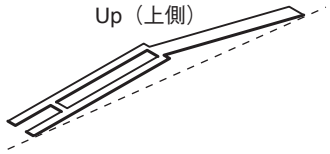

Fig.35（図 35）
* ***Be careful of the direction of the spring. It should be installed with its projecting end facing upward. (Fig.35)***
※ **スプリングの向きに注意してください。スプリングは、図 35 のように上側が凸になるように取り付けます。(図 35)**